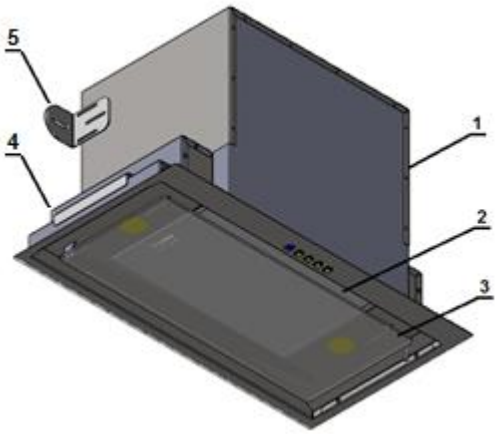
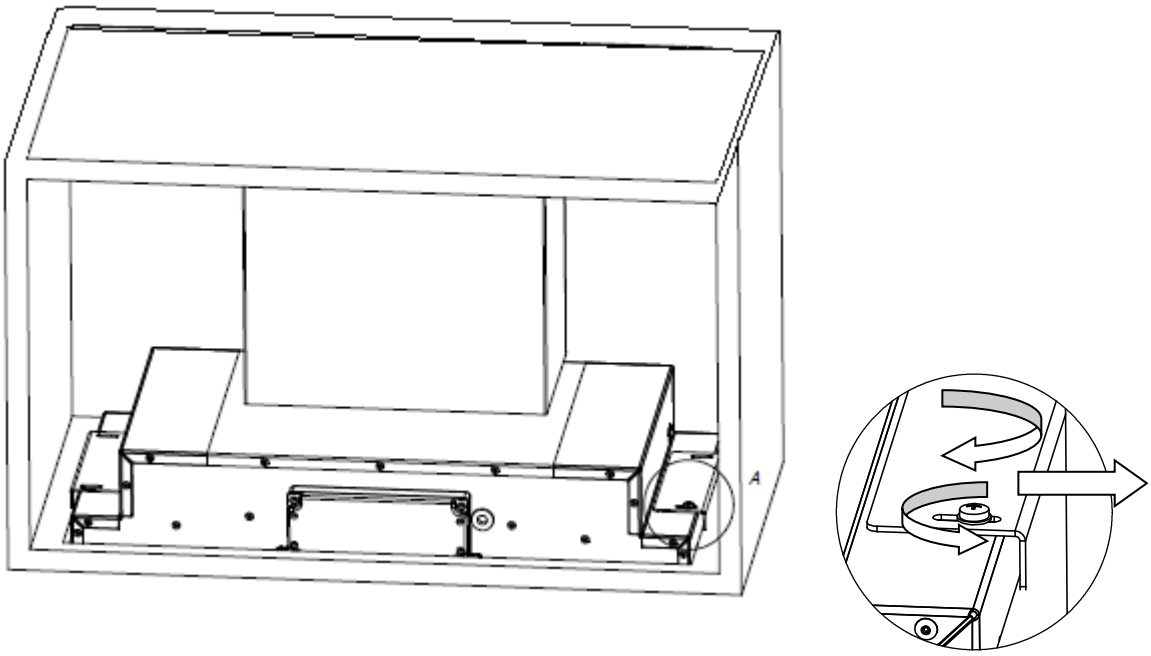
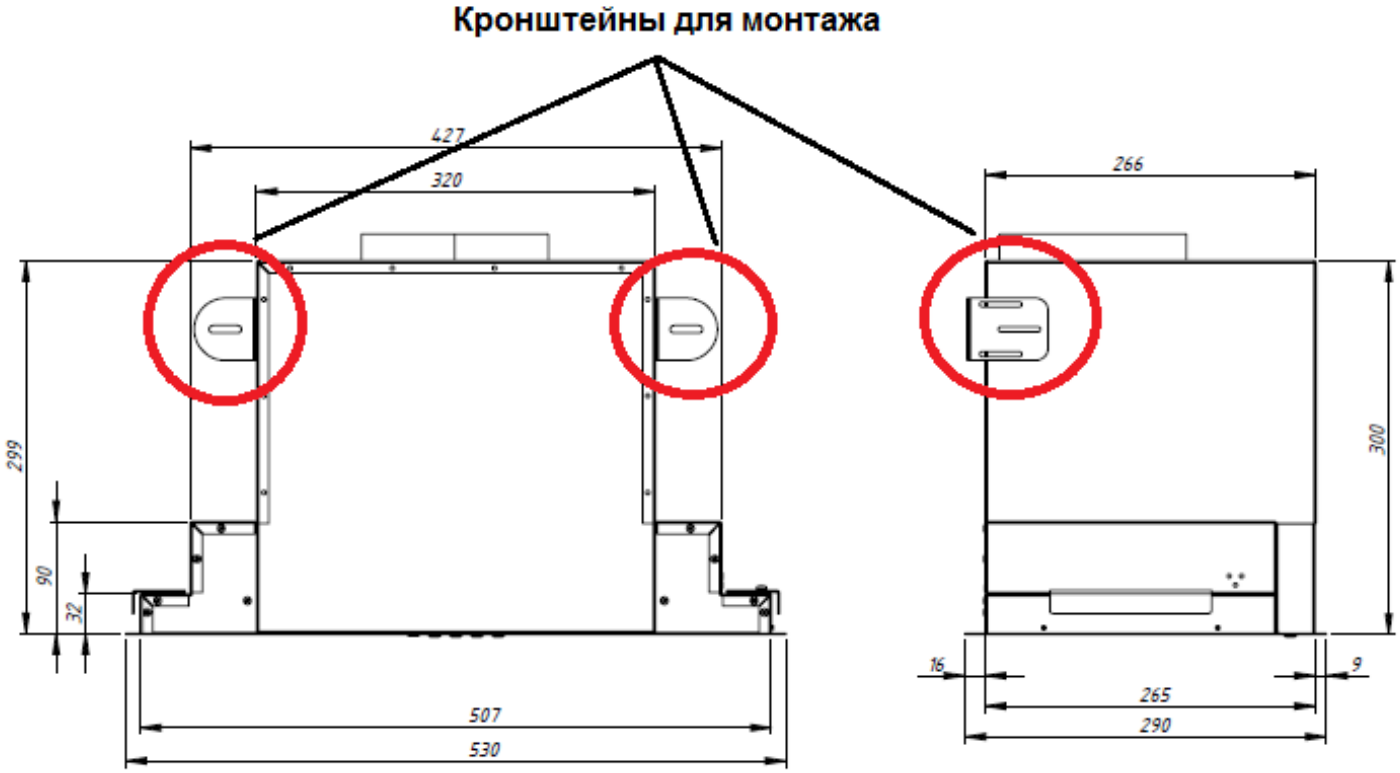

Рис. 1
Рис. 3
Рис. 4
КОМПЛЕКТУЮЩИЕ ДЛЯ СБОРКИ (рис. 1)
4. Отвинтить 4 винта M4x10 и выдвинуть крепежные пластины (4) (рис. 1) в сторону стенок шкафов, пока не зайдут на дно шкафчика. Затем плотно затянуть болты (рис. 3).
5. Вытяжку можно прикрутить также к задней стенке шкафчика с помощью кронштейнов (5) (рис. 1), которые входят в комплект (рис. 4).